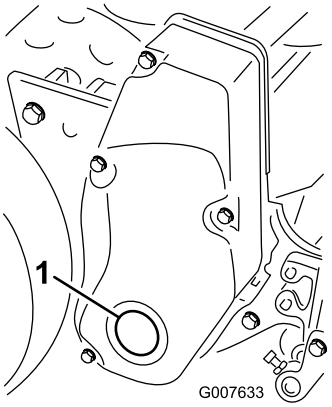

Rysunek 57
1. Zdemontuj zatyczkę w prawej pokrywie napędu wirnika (Rysunek 57).